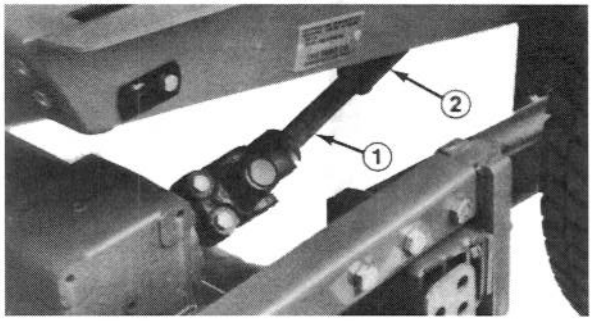

Figure 10
5. Arrêter le moteur et écarter l'unité de coupe de l'unité de déplacement et du bâti porteur, en séparant les parties mâles et femelles de l'arbre de PDF (Fig. 10).